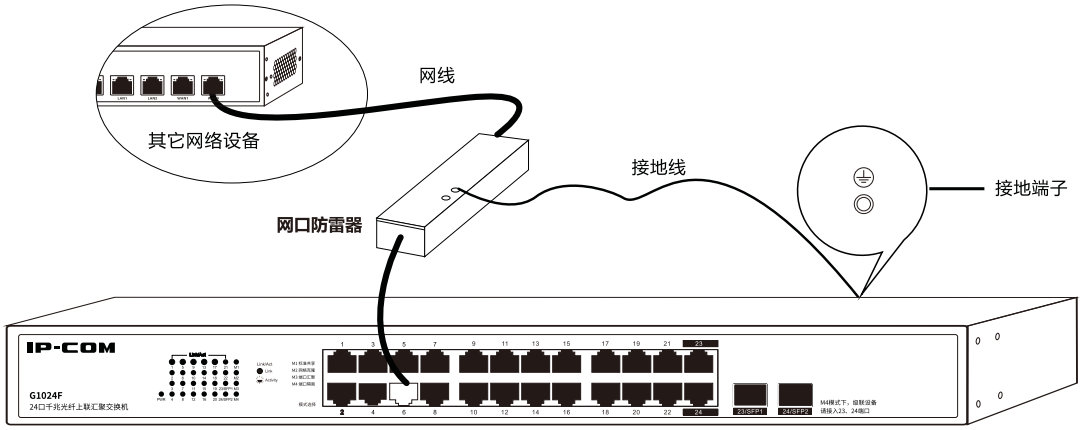

图 3-3 安装 RJ45 网口防雷器
- 接口线缆是否都在室内走线，若有户外走线情况，请检查是否连接了网口防雷器（连接方法如图 3-3）和交流电源避雷器。